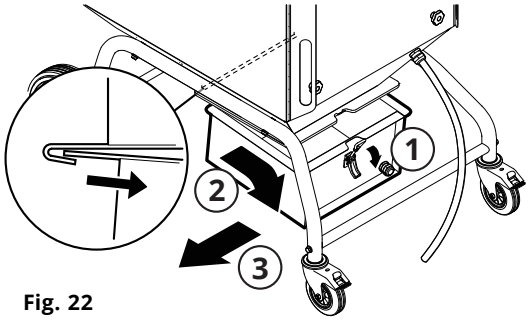

Fig. 22
3. Lossa excenterlåset, lyft upp pallyften mot kärlet och dra ut stoftkärlet med pallyften. Se **Fig. 22** som referens.
7. Skjut in stoftkärlet under rasfickan, se **Fig. 22** som referens.